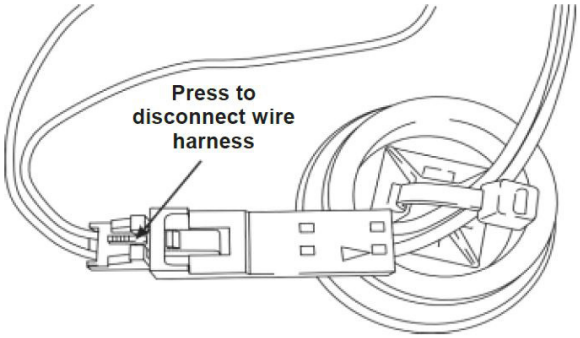

fig. 005 Air sensor wire harness
2. Disconnect the wire harness at the connector by pressing on the center tab. Pull the connectors apart. See fig. 005 “Air sensor wire harness”.